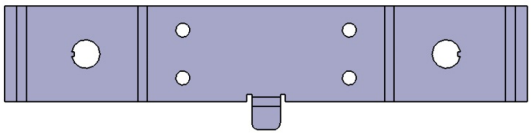

Figure 15-145 *Flat pattern of the sheet metal component*
g. Create the flat pattern, refer to Figure 15-145.
1. Choose the **Unfold/Fold** button from **Views > Fold/Unfold** sub-toolbar; the flatpattern of the sheet metal component is created, as shown in Figure 15-145.